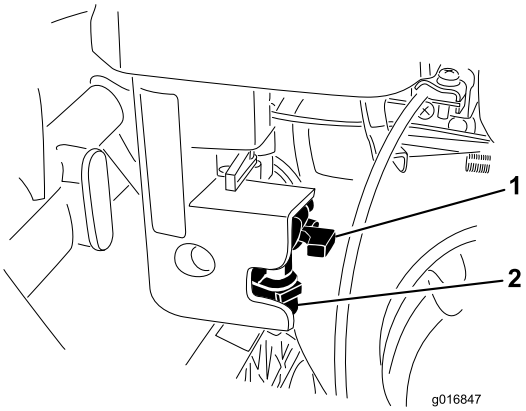

Figur 37
1. Luk brændstofafbryderventilen, og skru brændstofskålen af filterelementet (Figur 37).